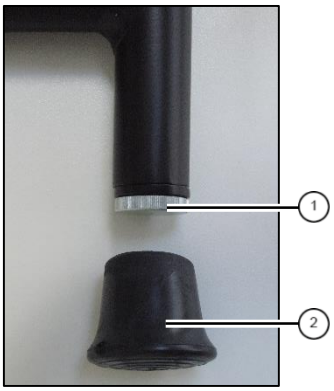

fig. 1: kickstand shoes
1. Tighten knurled screws ① and apply kickstand shoes ② (fig. 1).